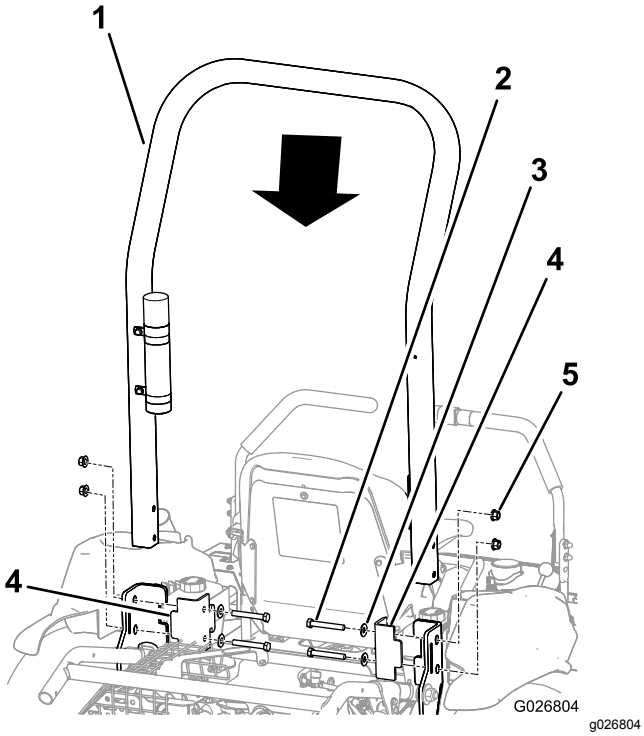

Рисунок 6
2. Установите защитную дугу на машину, как показано на Рисунок 6.